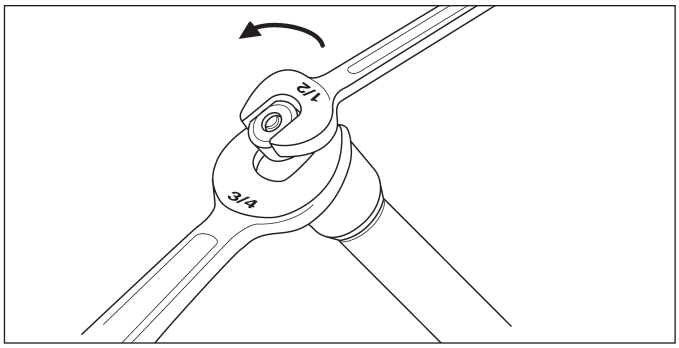

Figure 15.
1. Use 3/4 inch and 1/2 inch wrenches to remove end plug (see Figure 15).